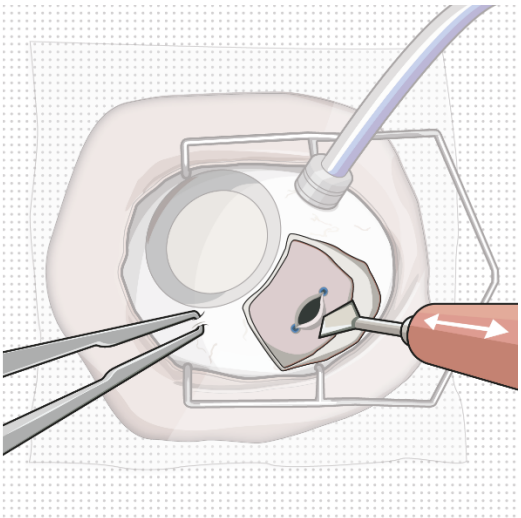
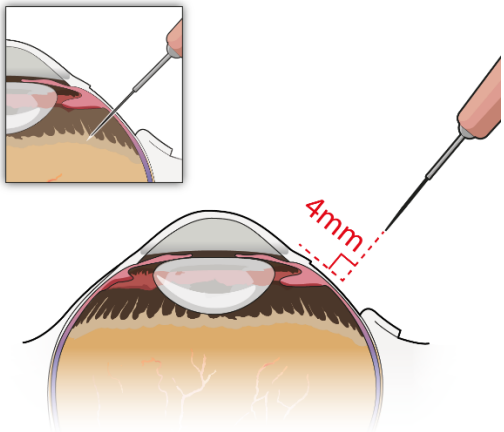

Figure 33
Figure 34
- Pass a 3.2 mm slit knife perpendicularly through the center of the scleral incision to open the underlying pars plana (Figure 33 and Figure 34).